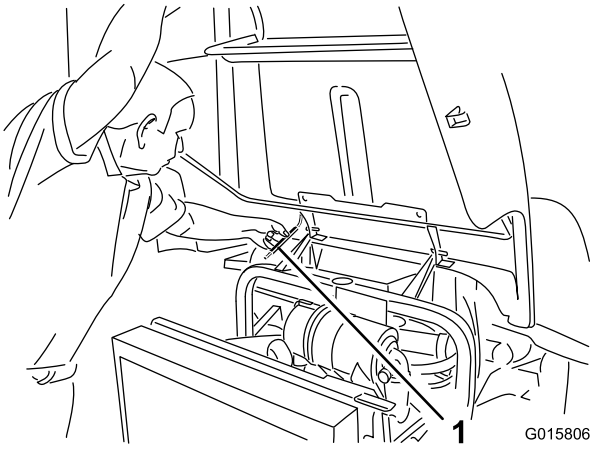

Figuur 2
- Til de motorkap omhoog tot u de steun achter de buis van het frame kunt plaatsen (Figuur 2).